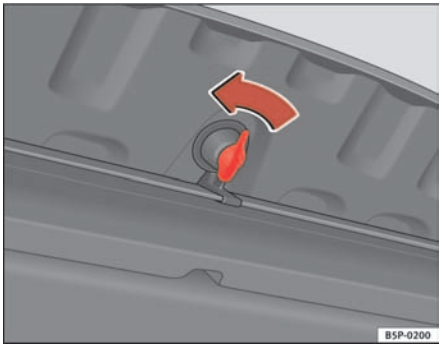

Fig. 119 Opening the storage compartment
The warning triangle is located in a stowage box under the luggage compartment cover. ⇒ page 141, fig. 119.To open this storage compartment, turn the knob 90º fig.
– Open the storage compartment by turning the knob 90º. ⇒ page 141, fig. 119